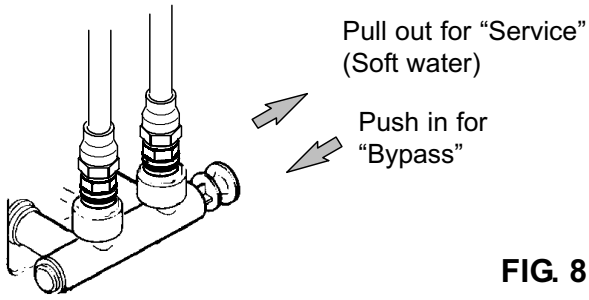
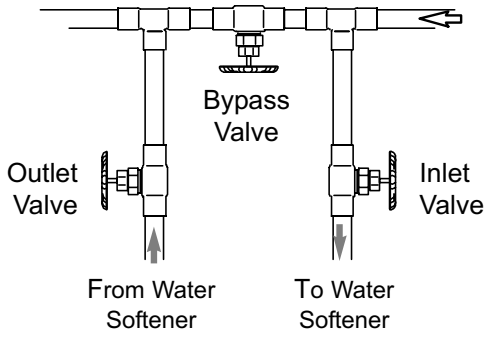

FIG. 8
FIG. 9
Always install either a single bypass valve (provided), as shown in Figure 8, or, if desired, parts for a 3 valve bypass system (not included) can be purchased and assembled, as shown in Figure 9. Bypass valves allow you to turn off water to the softener for maintenance if needed, but still have water in house pipes.
CAUTION: The house cold water pipe (metal only) is often used as a ground for the house electrical system, The 3-valve bypass type of installation, shown in Figure 9, will maintain ground continuity. If you use a plastic bypass valve at the unit, continuity is broken. To restore the ground, do the following:
2. Place the single bypass valve or 3 valve bypass in "bypass" position. See Figures 8 & 9.